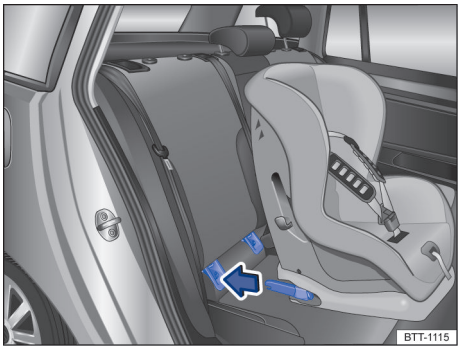

图 34 示意图：利用固定臂安装 ISOFIX 儿童座椅
– 沿箭头方向将儿童座椅的固定臂推到 ISOFIX 固定点上 →图 34。必须能听到儿童座椅牢固卡止的声音。